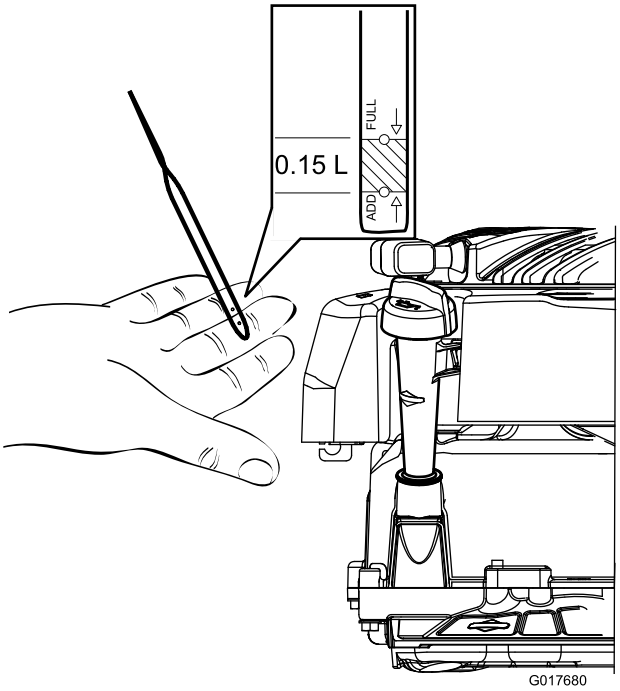

Figura 10
2. Retire la varilla y compruebe el nivel de aceite (Figura 10). Si el nivel de aceite está por debajo de la marca Add de la varilla, vierta lentamente aceite en el tubo de llenado hasta que el nivel llegue a la marca Full de la varilla. Después de añadir aceite, espere 3 minutos antes de comprobar el nivel de aceite con la varilla. (Capacidad máxima: 0,59 l, tipo: SAE 30, aceite detergente con clasificación de servicio API SF, SG, SH, SJ, SL o superior).